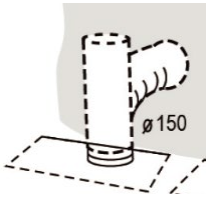

Рис. 8
4. Після закріплення кухонної витяжки в шафі, під’єднайте та закріпіть гофровану вентиляційну трубу до вентиляційного отвору (див. рис. 8).